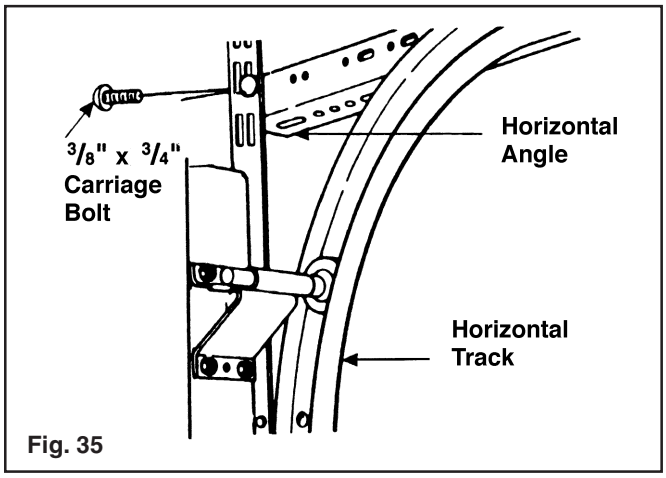

Fig. 35
**Step 6:** Place the track over the roller in the top bracket. Attach the curved end of the horizontal track to the flag bracket with two 1/4" x 5/8" track bolts and 1/4" flange nuts so that the heads of the screws are on the inside of the track. Attach the end of the horizontal angle to the top of the flag bracket with a 3/8" x 3/4" carriage bolt and 3/8" hex nut. The horizontal and vertical track must join together to form a continuous channel for the rollers. (FIG. 35)